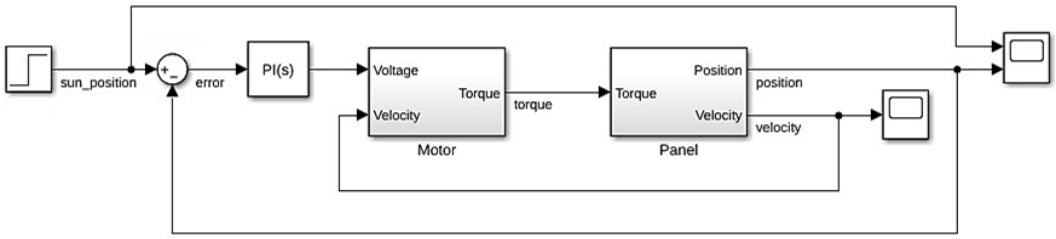

Figure 7
4. The final model will look as shown in Figure 7. The position scope will be used to observe the sun and solar panel positions.